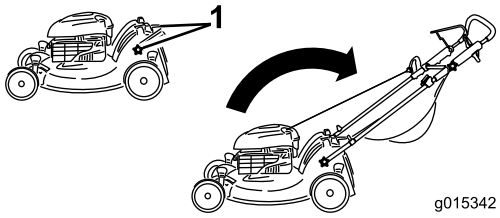

Figur 3
1. Ta bort handtagsvreden från gräsklipparkåpan (Figur 3).
1. Handtagsreglage (2)
3. Sätt tillbaka och dra åt de handtagsvred som du tog bort i steg 1 (Figur 3).